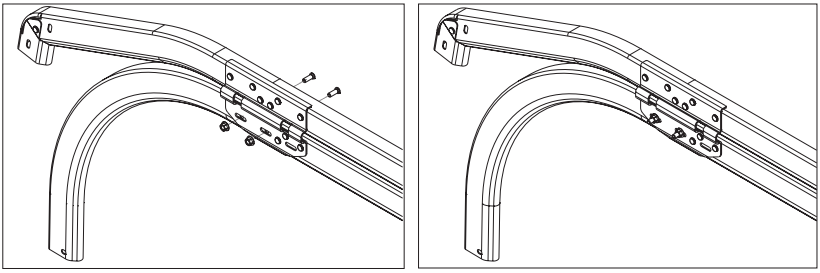

*Рис. 13.1.*
1) собрать горизонтальную направляющую с радиусным профилем. Для закрепления радиусного профиля к соединительной пластине горизонтальной направляющей необходимо установить два пресс-болта М6х16 и гайки с буртиком (рис.13.1).